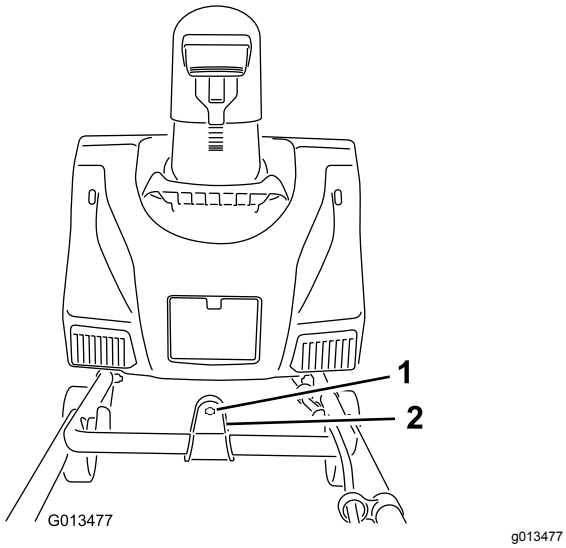

**Bild 4**
2. Stecken Sie das Ende der Auswurfkanal-Schaltstange durch das gekeilte Loch in der Halterung, die oben am unteren Holm befestigt ist (Bild 4).